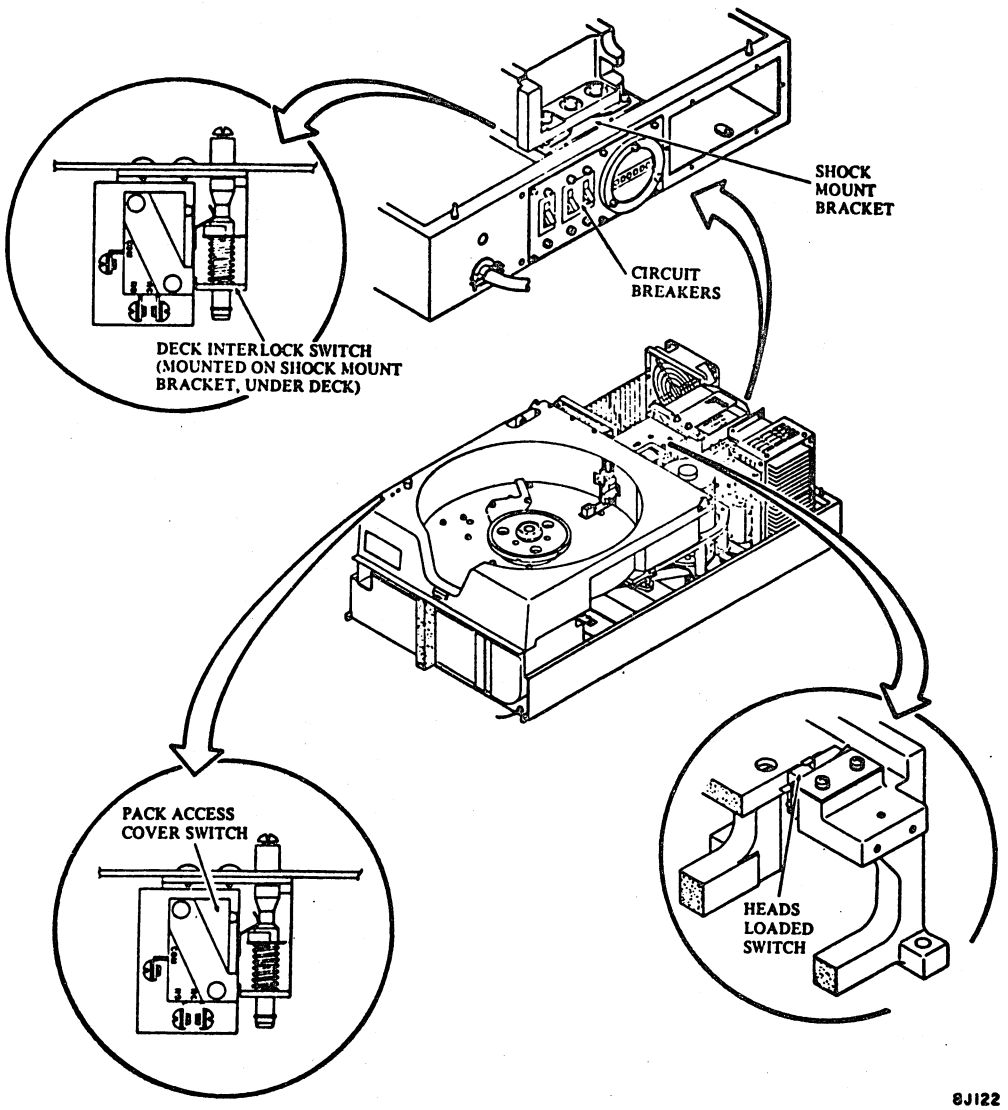

Figure 6J-10. Control Interlocks
3. Remove the two Allen head screws in the bottom of the shroud securing deck to the base assembly (figure 6J-11).
4. Install the deck rear-hold down screw and spacer (figure 6J-11) before raising the deck. (The spacer must be placed with the short end first.)
5. Raise the deck assembly and install the support bracket (figure 6J-11).